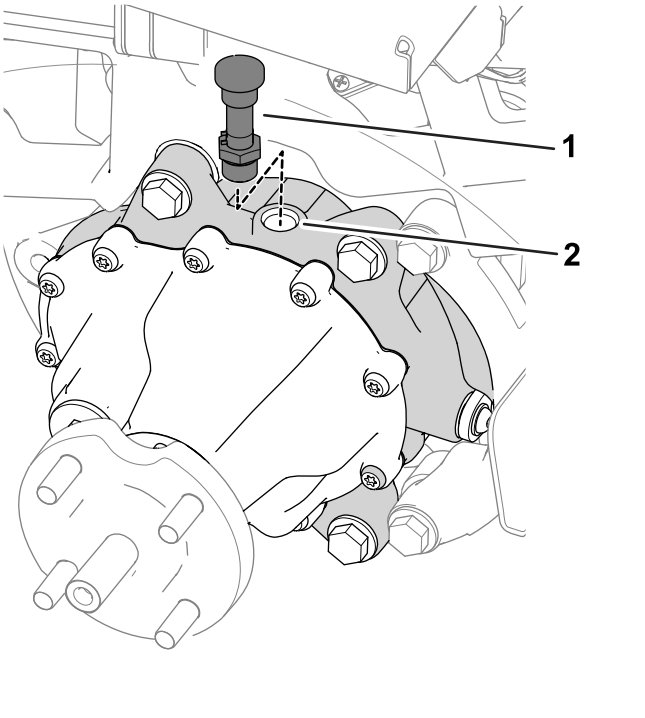

**Figur 49**
7. Fjern udluftningsslangen og -fittingen fra toppen af gearkassen (Figur 49).
9. Sæt udluftningsslangen og -fittingen i påfyldningshullet (Figur 49).